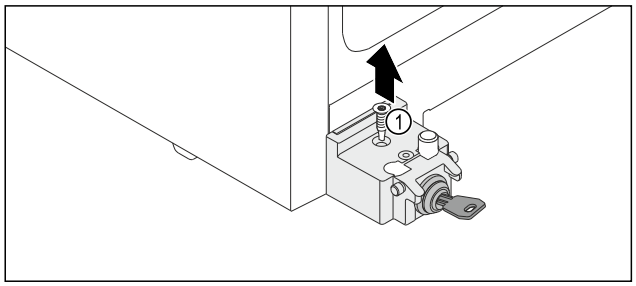

Fig. 10
▶ Extrageți prin rotire șurubul *Fig. 10 (1)*.